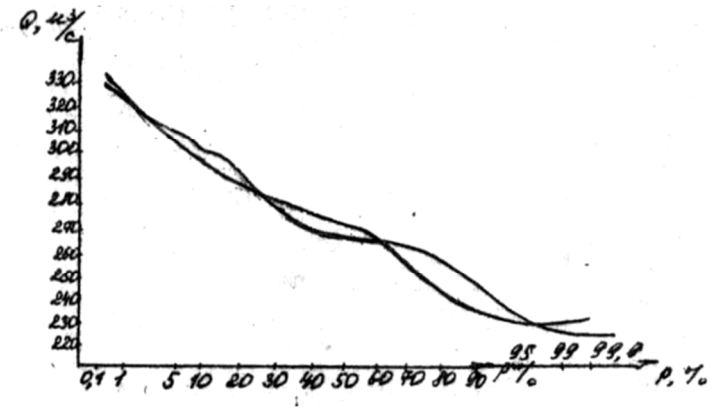

Рис. 1. Теоретическая кривая обеспеченности
11. На клетчатке вероятностей строим теоретическую кривую обеспеченности в координатах P (%) – Q ($м^3/с$) (рис.1).